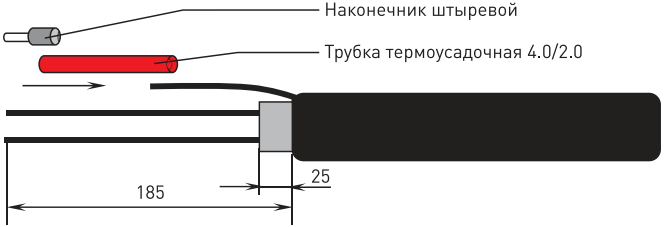

Рисунок 6
5.3. После снятия оболочки, скрутить экранирующую оплетку в жгут, надеть на нее термоусадочную трубку 4.0/2.0 длиной 220 мм и усадить ее при помощи воздушного термопистолета (температура гарантированной усадки от 125°С до 200°С). Затем надеть наконечник штыревой и обжать ручным кримпером. С полупроводящей матрицы (то, что под оплеткой) снять изоляцию, оставив 25 мм, с оставшейся длины удалить полупроводящую матрицу, оголив токопроводящие жилы (рисунок 6).